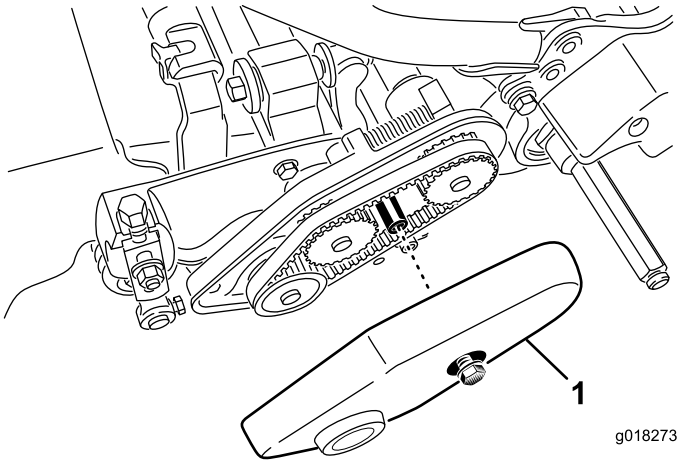

Figur 42
1. Løsn flangebolten, der fastgør remskærmen, og afmonter remskærmen, så remmen kommer til syne (Figur 42).